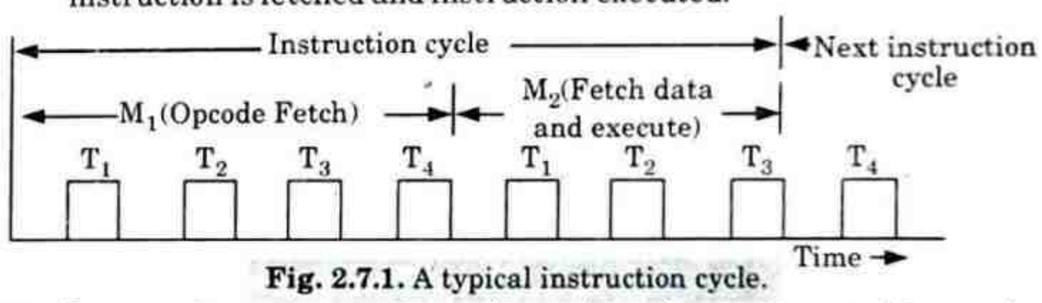

Fig. 2.7.1. A typical instruction cycle.
8. Fig. 2.7.1 exhibits instruction cycle and machine cycle within it. It shows two machine cycles M_1 and M_2.